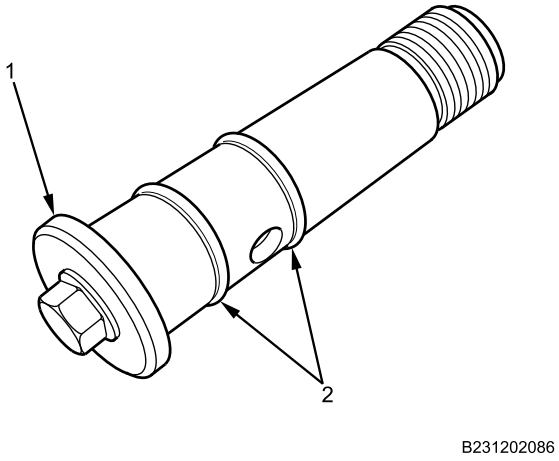

Figure 2. Air Dryer Cartridge Bolt.
3. Remove O-rings (Figure 2, Item 2) from air dryer cartridge bolt (Figure 2, Item 1). Discard O-rings.